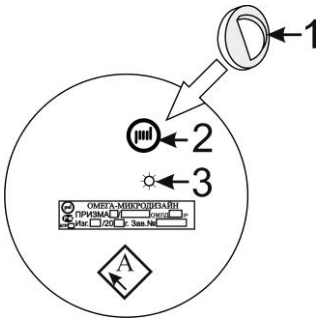

Рис. 6.8
жёсткого закрепления шара стержня в пазе. Имеется возможность визуального контроля работоспособности БПРД с помощью встроенного светодиодного индикатора 3 и прилагаемого в комплекте поставки извещателя магнита 1(см. рис. 6.8). На тыльной стенке кожуха нанесено наименование блока и заводской номер. Конструкция БПРМ отличается от БПРД присутствием на тыльной поверхности органов управления и индикации (см. рис. 6.9а), защищенных от внешних воздействий защитной крышкой. С внутренней стороны, которой имеется радиотражательный элемент. При установке защитной крышки на стенку необходимо соблюдать правильность её установки (верх-низ, т.е. логотип и наименование не должны быть перевернуты) (см. рис. 6.9б).
6.3.2.1 На тыльной стенке кожуха БПРД имеется окно встроенного светодиода 3 для визуального контроля работы, для чего к фирменному значку 2 на тыльной стенке БПРД необходимо приложить и удерживать во время контроля магнит 1 (см. рис.6.8). В случае нормальной работы БПРД, светодиод методично мигает с периодом около 1 сек. На тыльной поверхности БПРМ под защитной крышкой расположены три синих индикатора «0» (нулевой разряд сигнала), «1» (первый разряд), «2» (второй разряд) и двухцветный (синий/красный) «3» (3с/3к) {третий разряд/(Тревога)}, регулятор чувствительности извещателя «Рег». Крышка, обеспечивающая защиту органов управления и индикации от внешних воздействий, закрепляется на тыльной поверхности БПРМ двумя невыпадающими винтами. Вблизи индикатора «3» находится отверстие **инфракрасного датчика** положения крышки (открыта – закрыта). Извещатель формирует сигнал ТРЕВОГА размыканием выходного реле при открывании защитной крышки.